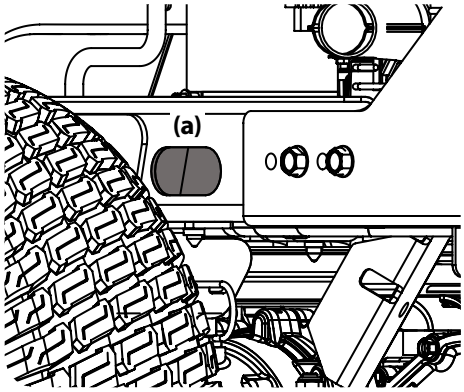

Figure 4-3
c. Push the clear oil drain tube (packed with this manual) onto the oil drain port. Route the opposite end of the tube into an appropriate oil collection container with at least a 2.5 quart capacity to collect the used oil. Some models are equipped with a slot (a) in the rear left side of the frame to route the oil drain through. See Figure 4-3.